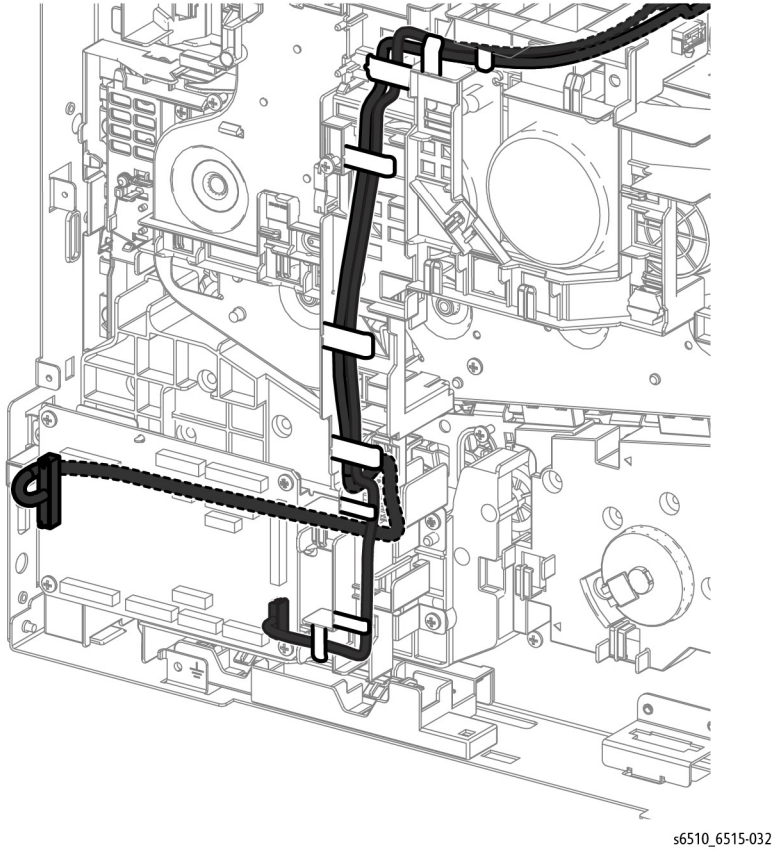

Figure 2 Release the Dispenser Drive Harnesses
5. Refer to Figure 2 to unplug the two connectors (P/J110, P/J120) from the Dispenser Drive Harness Assembly and release the harnesses from the harness guide.